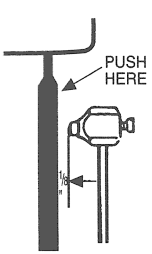

Fig. 13
- If your chime rods still hit the pendlum or each other they be bent slightly by using finger pressure at the very top of the rods (Fig. 13). Chime rods should not be adjusted more than once. Do not make this adjustment to adjust for chime hammer misalignment, bend the chime hammers as outlined in step 10.